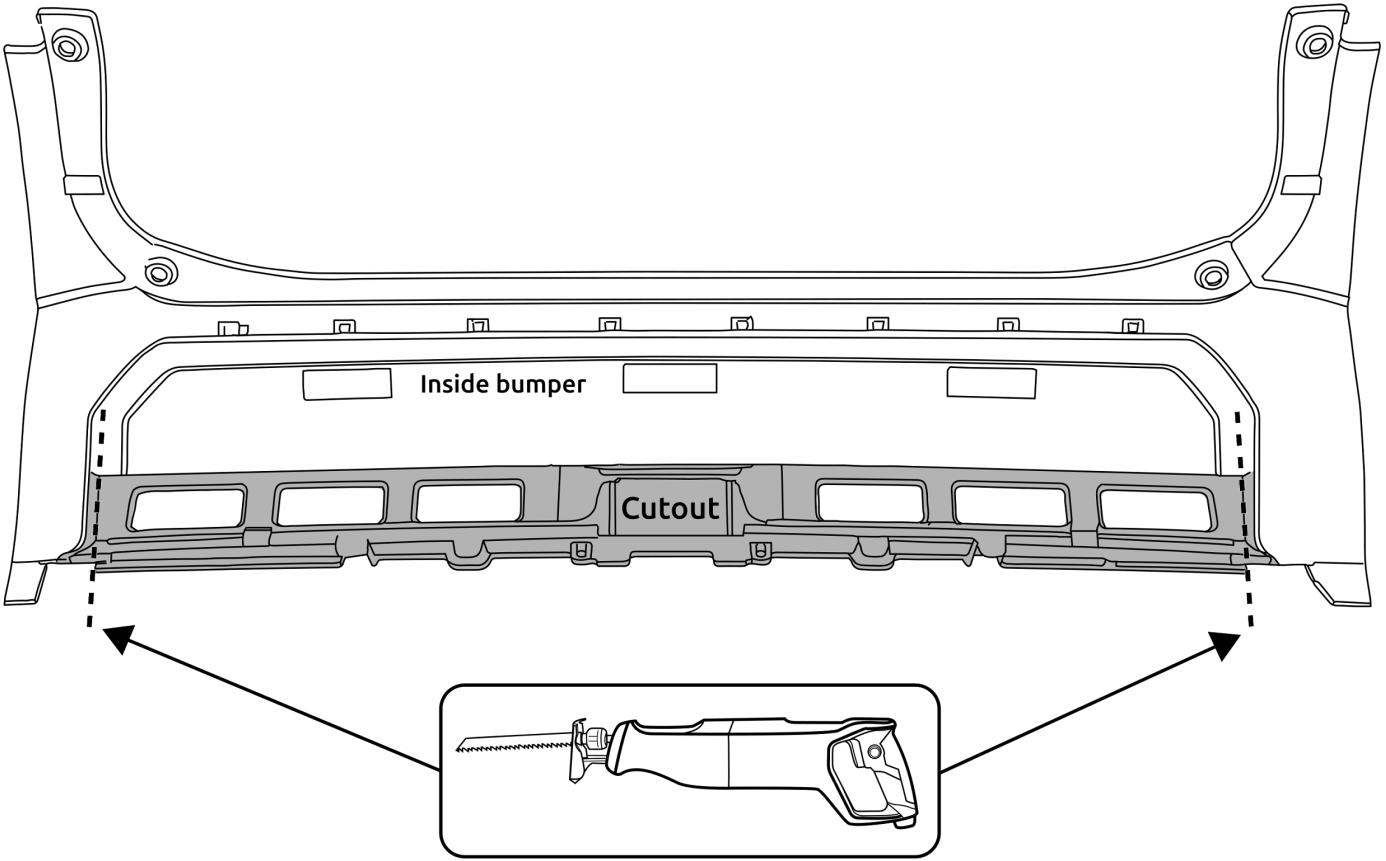

Fig. 5
13. Вырезать указанные части из внутренней арматуры бампера, как указано на рис. 5.